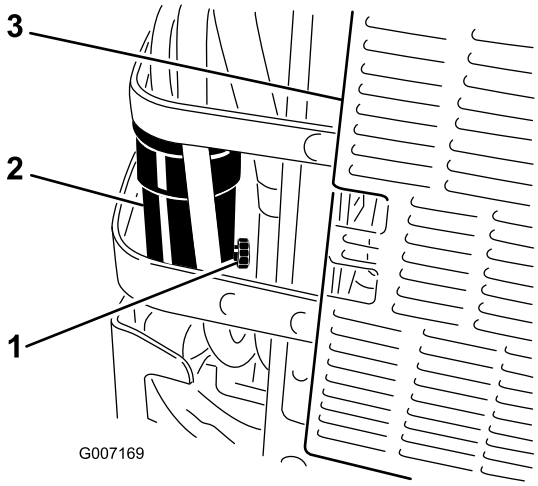

**Figur 48**
6. Åbn aftapningsventilen på vandudskilleren ved at dreje den omtrent en omgang, så vand og snavs kan aftappes (Figur 48).
7. Luk aftapningsventilen, når der kun kommer dieselbrændstof ud (Figur 48).